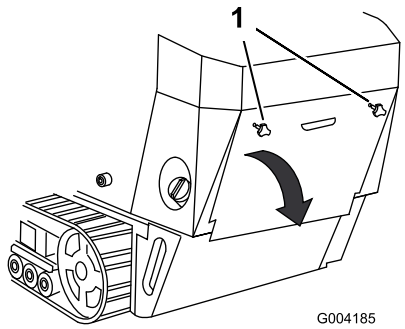

Figuur 23
1. Schroef de 2 handknoppen los waarmee het inspectieluik aan de machine is bevestigd (Figuur 23).
2. Kantel het inspectieluik omlaag en verwijder het om toegang te krijgen tot de interne onderdelen (Figuur 23).